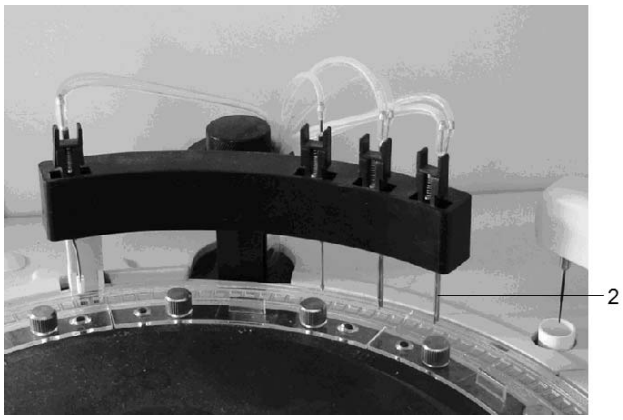

Figure 10-2-11
a)Remove No. 2 nozzle, as shown in Figure 10-2-11: